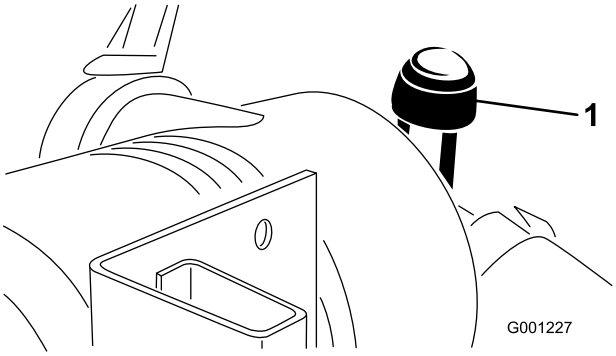

Figur 46
- Overhal filtrene i luftrenseren når luftrenserindikatoren (Figur 46) viser rødt, eller hver 400. time (oftere under ekstremt støvete eller skitne forhold). Ikke overhal luftfilteret for ofte.
9. Tilbakestill indikatoren (Figur 46) hvis den viser rødt.